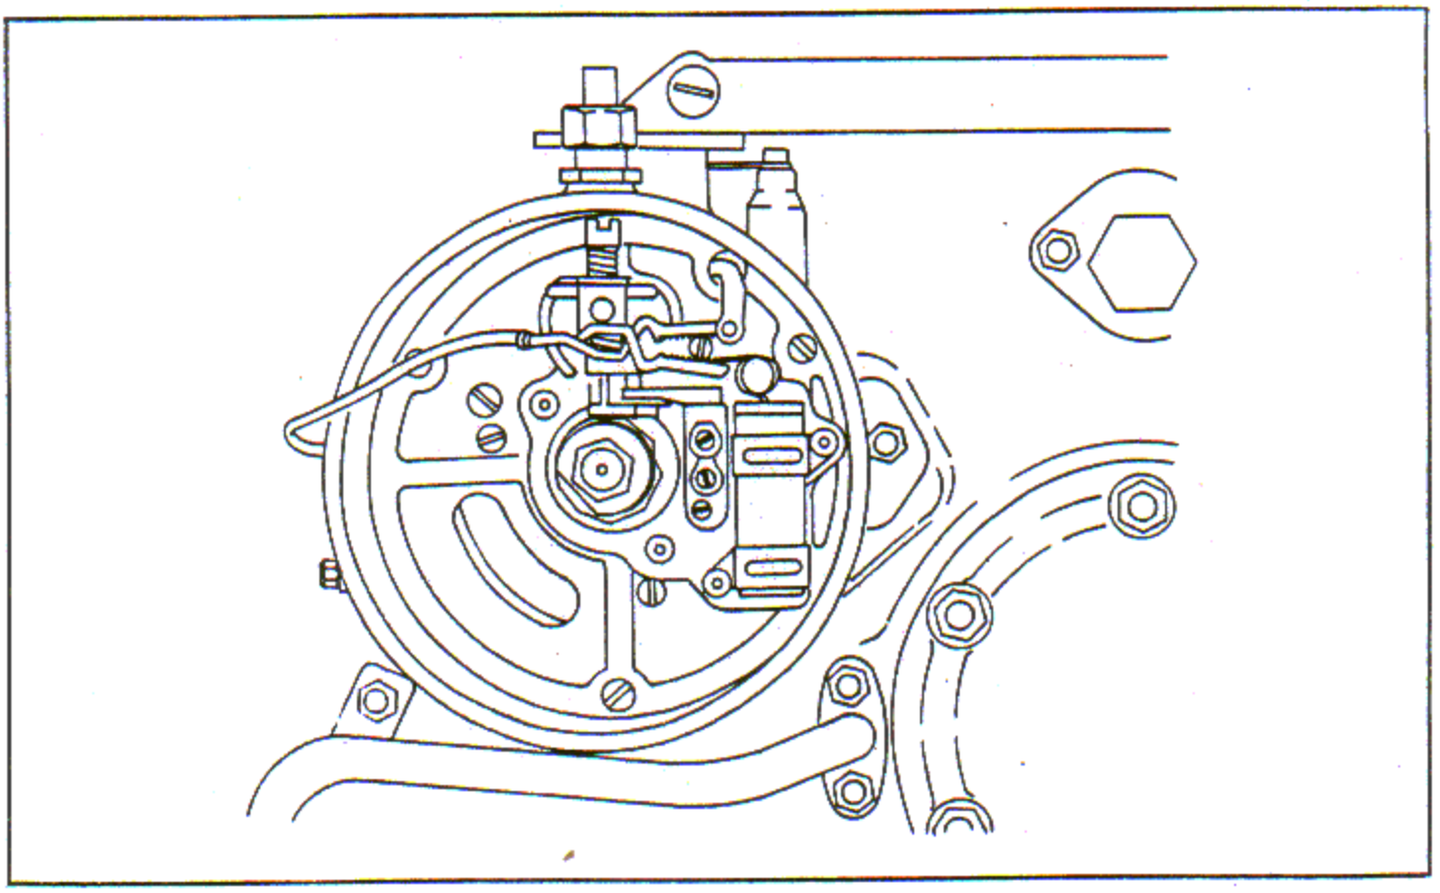

Figure 8-29. Lead Attached to Primary Coil Attaching Screw
q. Disconnect the primary coil lead from the magneto breaker points and reinstall the screw which secured the lead. Connect a lead to one of the test jack receptacles on the left side of the piston position indicator. Connect the alligator clip end of the lead to the primary coil lead attaching screw. See figure 8-29. Since the magneto is positioned to close the breaker points,